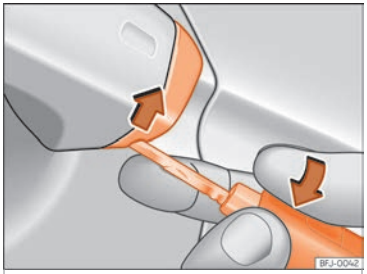

Fig. 91 Manípulo da porta do condutor: soltar a tampa fazendo alavanca.
- Introduza o palhetão na abertura inferior da tampa do manípulo da porta do condutor ››› **Fig. 91** e retire a tampa de baixo para cima.